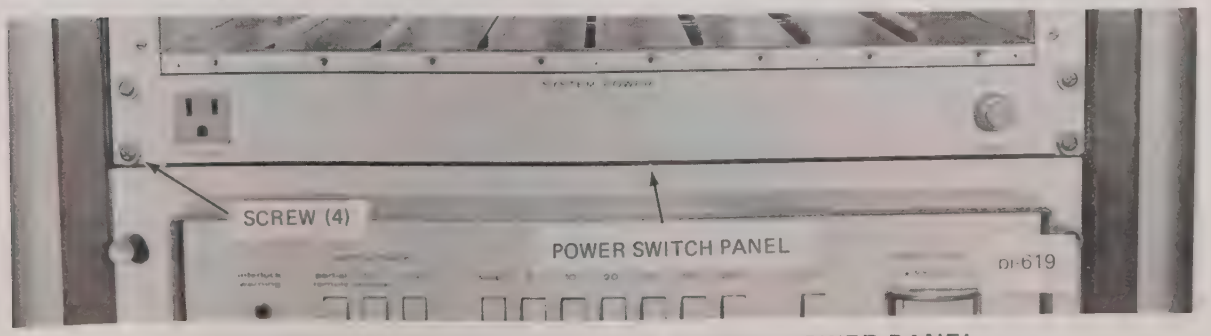

FIGURE 2-10 INSTALLATION OF SYSTEM POWER PANEL
2. Secure panel to front of unit with four screws (Fig. 2-10).